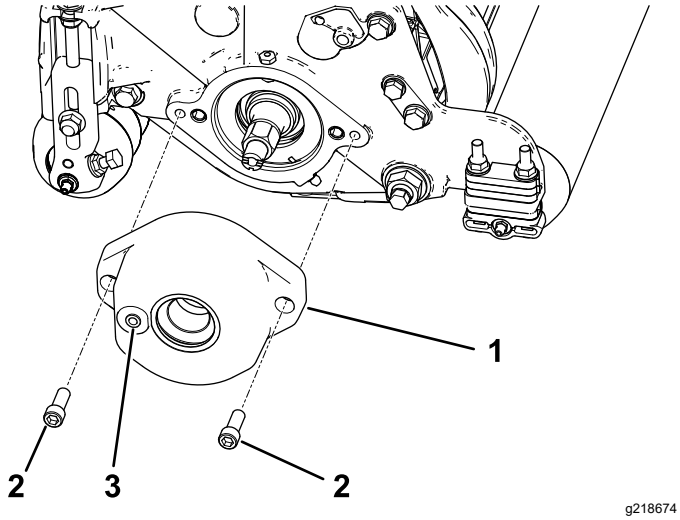

Figur 5
3. Monter valsebørstehuset til spolelagerhuset med to sokkelbolter med sekskanthode. Se Figur 5.